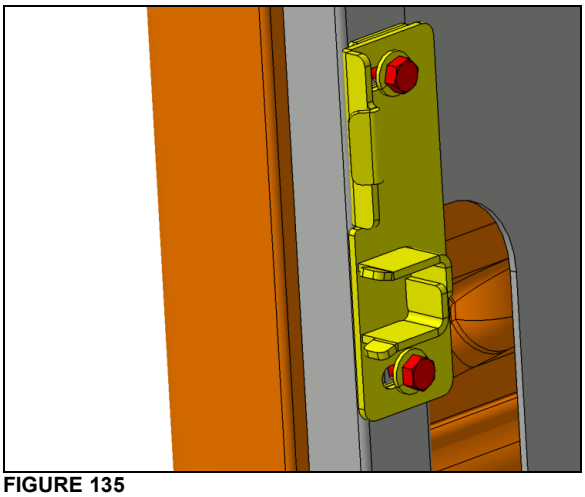

**FIGURE 135**
14. Perform the transversal adjustment by moving the strike plate using the slotted holes (FIGURE 135).